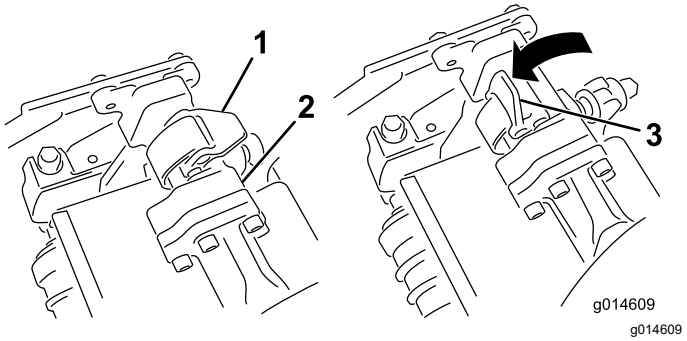
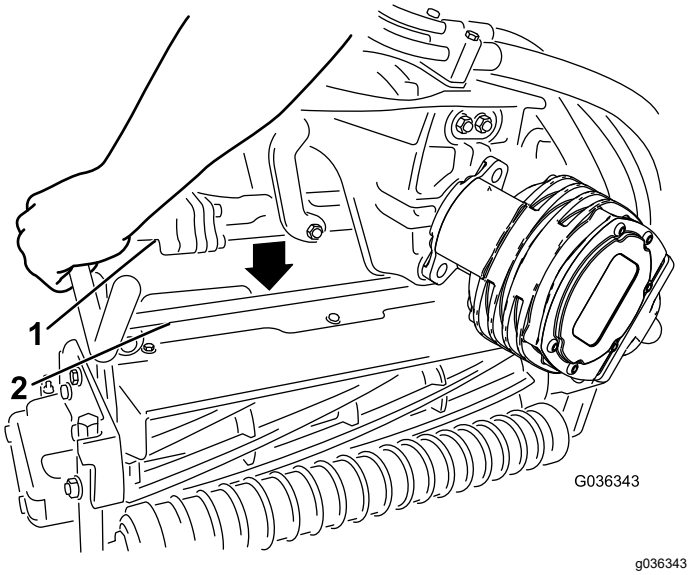

**Figura 54**
**Figura 55**
4. Con i fermi del braccio di sospensione rivolti verso l'alto (cioè aperti) (Figura 54), premete il braccio di sospensione verso il basso in modo che la barra si inserisca nella barra della parte superiore dell'apparato di taglio (Figura 55).
5. Chiudete i fermi spostandoli verso il basso e attorno alla barra dell'apparato di taglio, quindi bloccateli in posizione (Figura 54).
5. Aprite i fermi sulla barra del braccio di sospensione dell'apparato di taglio che state rimuovendo (Figura 54).